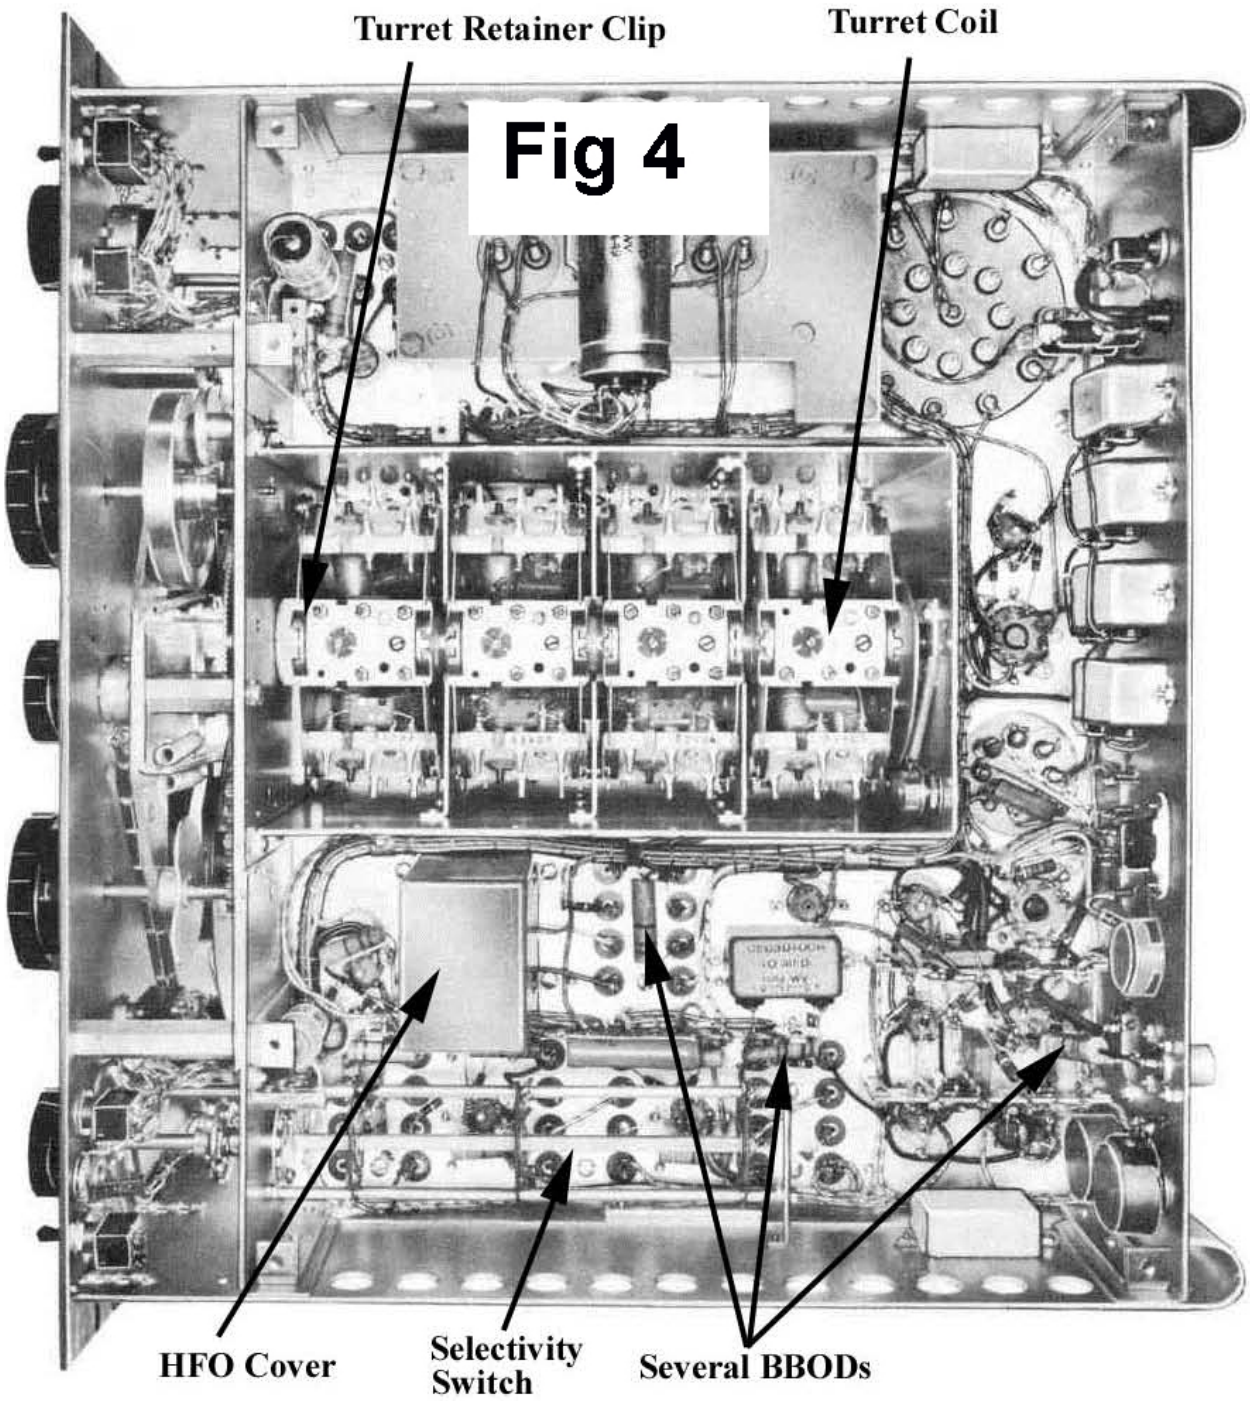

figure 4
(4) Band switch turret coils (Fig 4)
(5) T9 (HFO oscillator section) (Fig 4),
(7) Underchassis (fig 4)
F. Turret Coils - Refer to figure 4.
H. T9 HFO assembly. Refer to figure 4.
I. Underchassis - Refer to figure 4.